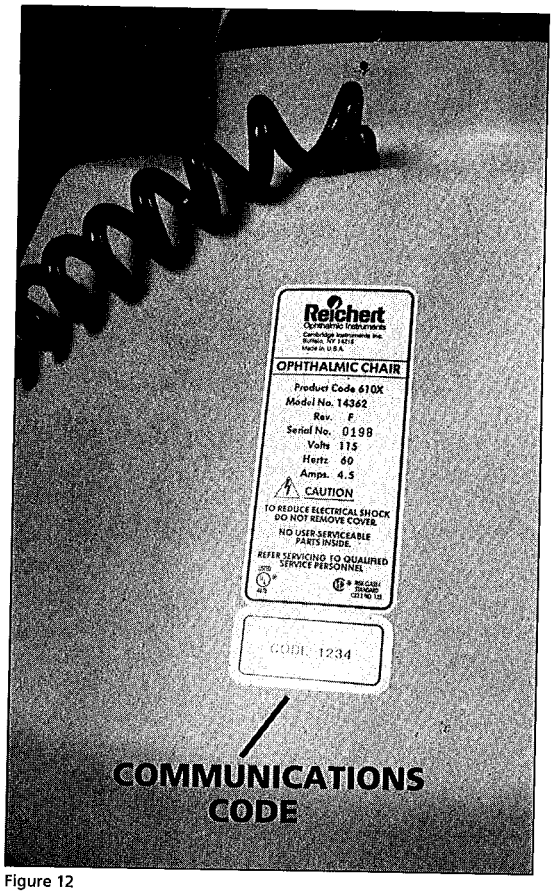

Figure 12
9. Verify that the code in the footswitch is the same as the chair's communication code (refer to section entitled "Electronic Communication System"), which is located on the back base shroud of the chair (see Figure 12). The codes must be the same in order for the footswitch to operate. If the codes do not match, set the code into the footswitch's code dials as follows: